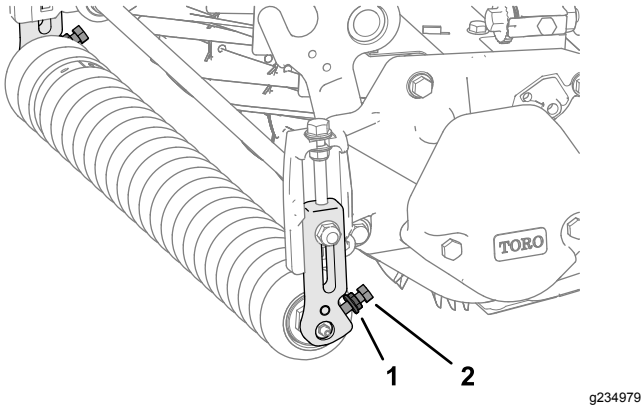

Figur 2
2. Løsn de 2 takkede flangemøtrikker og 2 bolte, der fastgør frontrulleakslen til valsestøtteenden på venstre og højre klippehøjdebeslag (Figur 2).